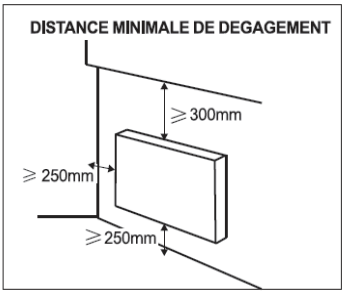

FIG 1
- Respectez les distances minimum de dégagement comme indiqué dans la Fig. 1.
1. Choisissez un emplacement adéquat pour le chauffage. (Figure 1)